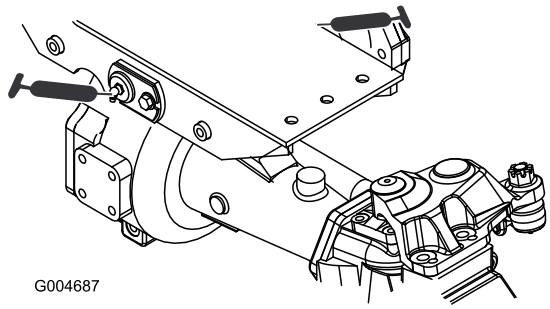

Figur 59
- Främre och bakre axeltappsbussningar (2) (Figur 59)